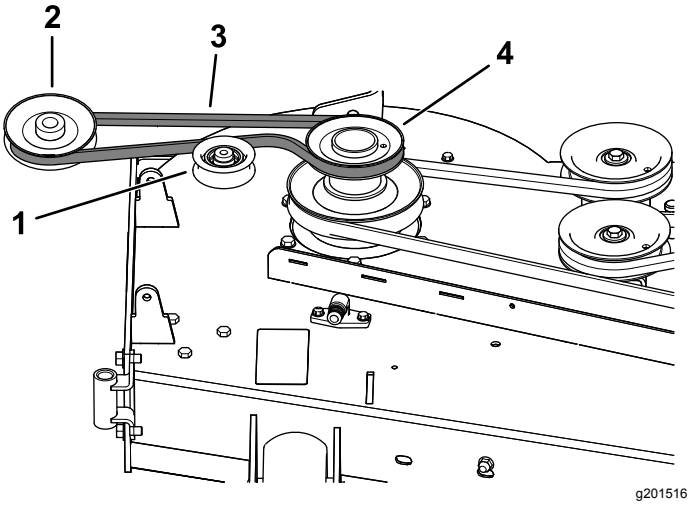
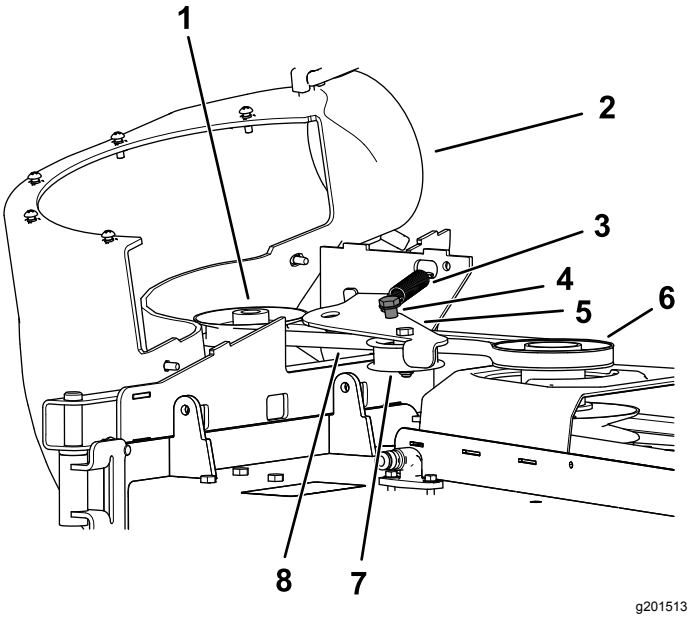

Figur 25
Figur 26
1. Montera vid behov remmen på blåsarremskivan (Figur 25).
1. Montera remmen runt blåsarremskivan (Figur 25 och Figur 26) – se 10 Montera blåsarenheten (sida 14).
3. Dra den fjäderbelastade remskivan bort från den fasta fjäderhållaren och dra remmen runt klippdäckets skiva (Figur 26).
4. Dra remmen runt drivskivan enligt Figur 25 och Figur 26.